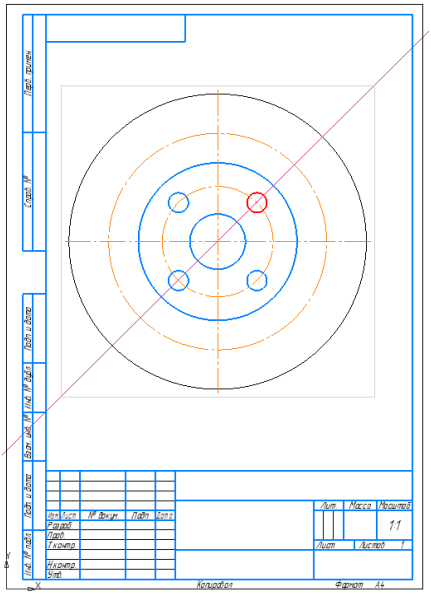

Рис. 5.21
4) Щелкните по построенной окружности ∅10 (окрасится зеленым цветом) и задайте массив отверстий с параметрами: ***Размещения копий*** – ***Вдоль всей окружности***, ***Количество копий*** – 4 (рис. 5.21).